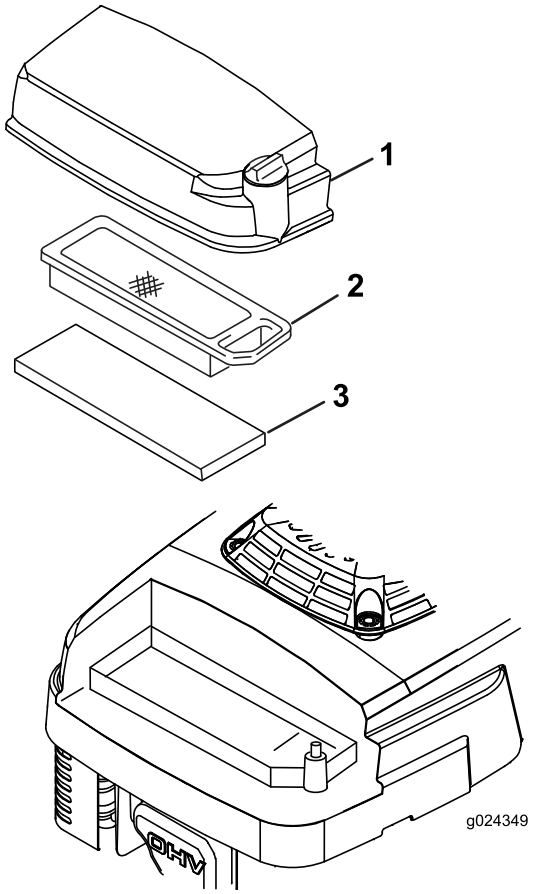

Figure 17
3. Desserrez la vis sur le couvercle du filtre à air (Figure 17).
5. Enlevez et examiner l'élément filtrant en papier (Figure 17) et remplacez-le s'il est excessivement encrassé.
6. Enlevez le préfiltre en mousse (Figure 17) et nettoyez-le avec de l'eau et un un détergent doux. Séchez-le ensuite en le serrant légèrement dans un chiffon.